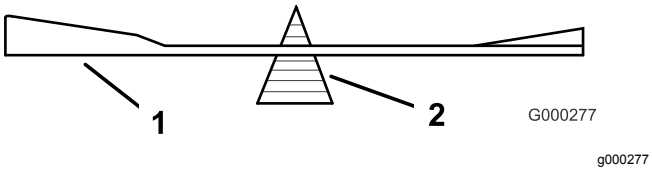

Figuur 112
2. Controleer de balans van het mes met een mesbalans (Figuur 112).